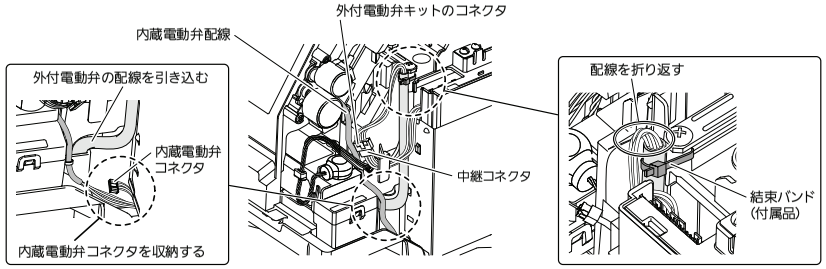

図6-1　図6　図6-2
- 図6-1のように外付電動弁キットの配線を室内ユニットに引き込みます。
- 内部電動弁のコネクタは図6-1のように外付電動弁キットの配線の被覆（灰色の部分）と電装ボックスの間に収納してください。